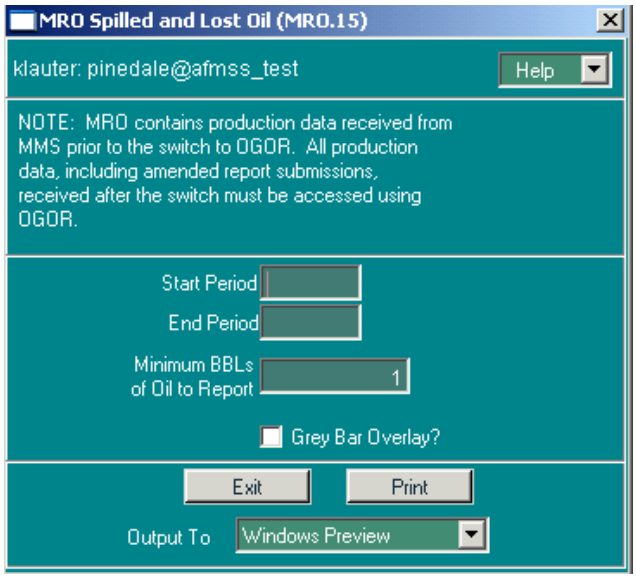

Figure 6-15: MRO Spilled and Lost Oil (MRO.15) Window
1. From the *Non-Indian AFMSS Main Menu* select **MRO/MRO Report** and click **Spilled and Lost Oil (MRO.15)** to launch the *MRO Spilled and Lost Oil (MRO.15)* window (Figure 6-15).